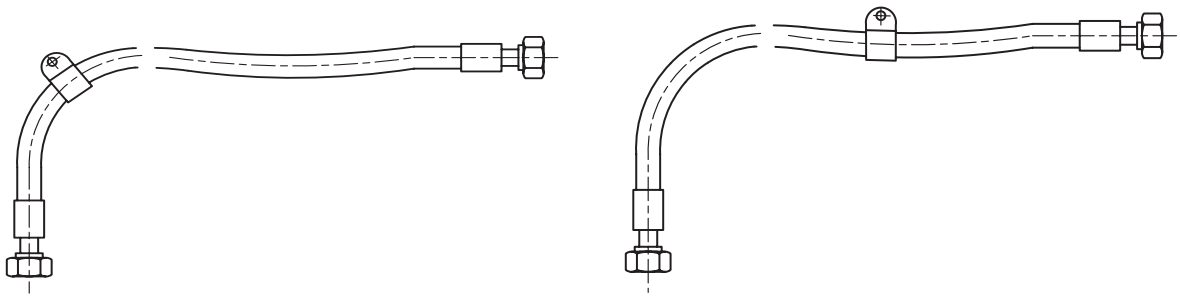

Rys. 9
3.4.6. W celu podparcia węża przy zastosowaniu opasek podtrzymujących nie należy ich zakładać w miejscach, gdzie ograniczałyby naturalne ruchy: zmiany długości i średnicy – Rys. 9.